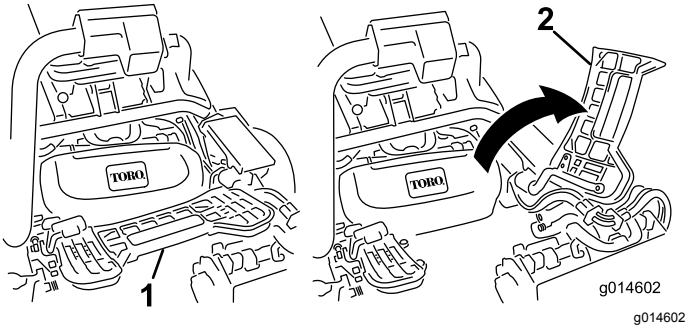

Figur 47
2. Hæv fodstøtten og vip den åben, så du får adgang til den midterste klippeenheds position (Figur 47).